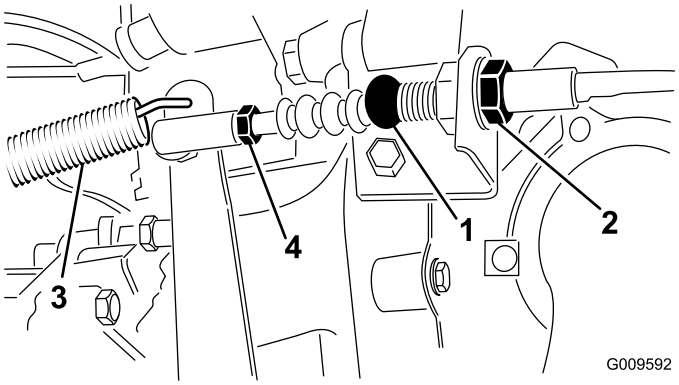

**Figur 69**
1. Lossa kontramuttrarna som håller kopplingsvajern vid fästet på balanshjulkåpan (Figur 69).